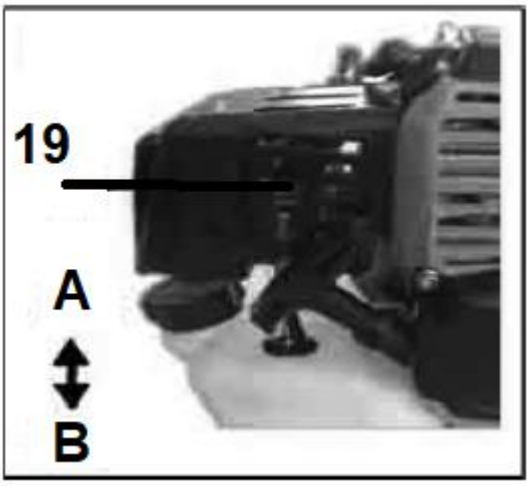

Rys. 11
2. Przesuń dźwignię ssania (Rys. 11, poz. 19) w pozycję od zbiornika paliwa (w kierunku przeciwnym do zbiornika paliwa w stronę świecy zapłonowej) w pozycję A (Rys. 11, poz. A)
4. Przesuń stopniowo dźwignię ssania w kierunku zbiornika w pozycję B (Rys. 11, poz. B) (bliżej zbiornika)
1. Jeżeli zbiornik paliwa nie jest pusty, pociągnij linkę rozrusznika 1-3 razy, aż do uruchomienia silnika. Nie włączaj ssania. Dźwignia ssania (Rys. 11, poz. 19) w pozycji B Rys, 11, poz. B